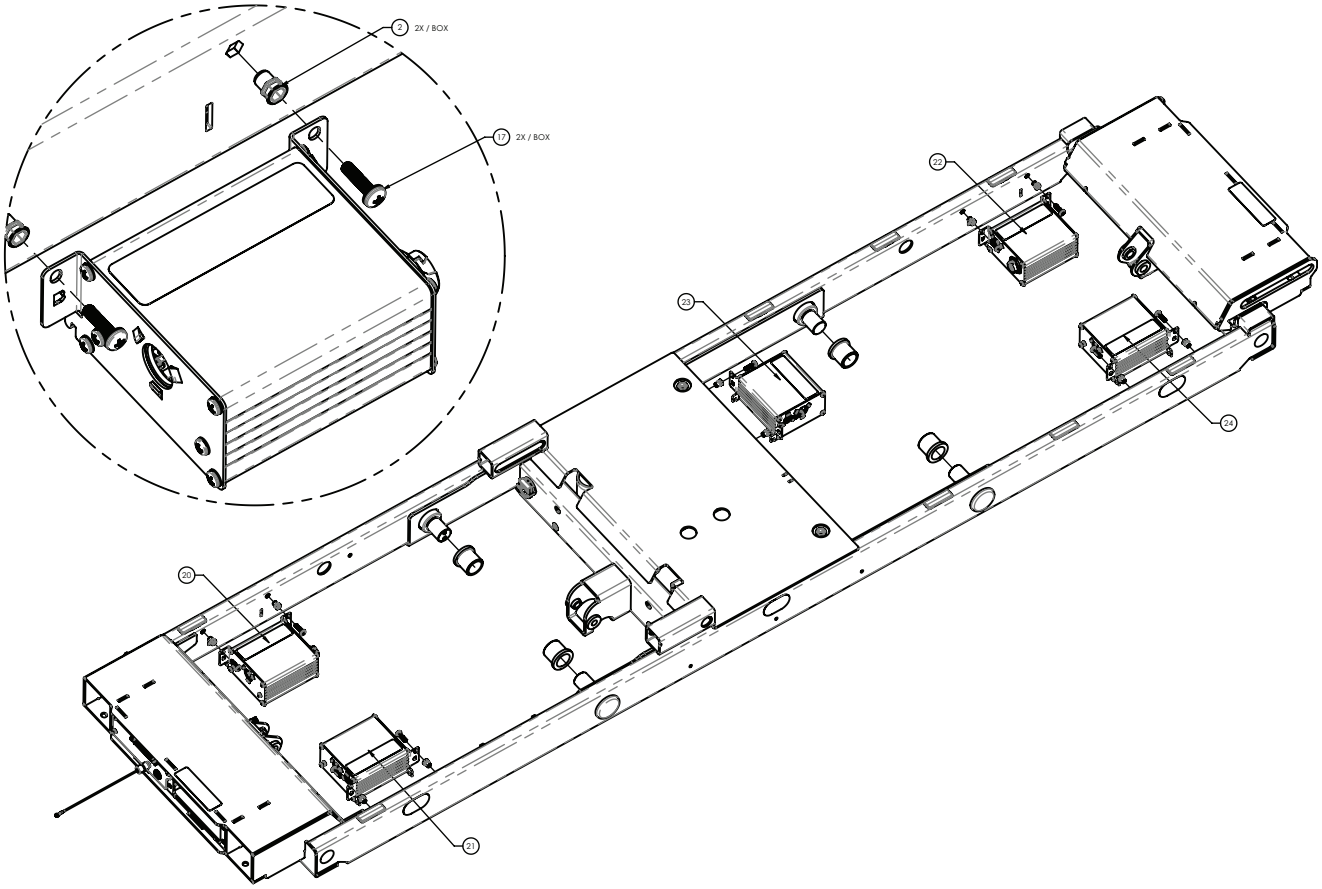

Figure 13 – Remplacement de l'ACB
9. À l'aide d'un tournevis cruciforme n° 2, retirer et conserver les deux vis (17) qui fixent l'ensemble de l'ACB (23) au châssis du plan de couchage (Figure 13).
10. Soulever l'ensemble de l'ACB (23) et le dévisser du châssis du plan de couchage.
13. À l'aide d'un tournevis cruciforme n° 2, retirer et conserver les deux vis (9) qui fixent l'ensemble de l'ACB (5) au boîtier de l'ACB (Figure 13).